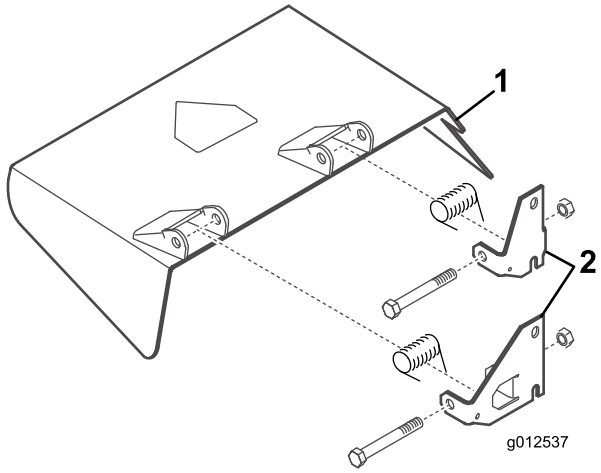

**Figur 8**
4. Brug de bolte, låsemøtrikker og fjedre, du fjernede tidligere, til at montere de nye drejebeslag på deflektorbeslagene (Figur 8). Spænd ikke møtrikkerne for meget, da beslagene skal kunne dreje. Gem denne enhed til sideudblæsningsdrift.